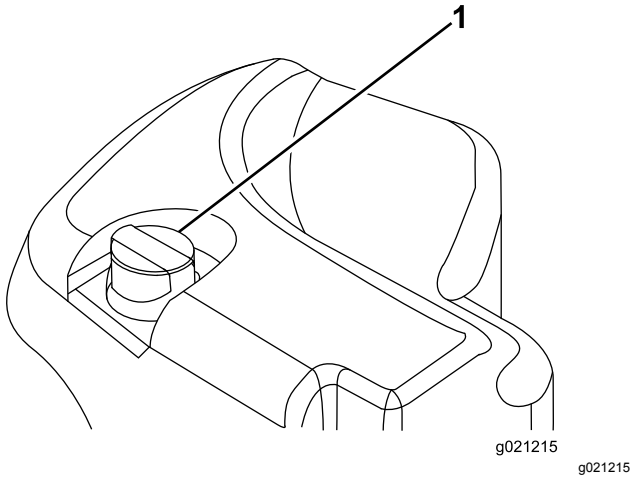

Figur 72
2. Rengjør rundt påfyllingshalsen og lokket på tanken for hydraulisk olje (Figur 72).